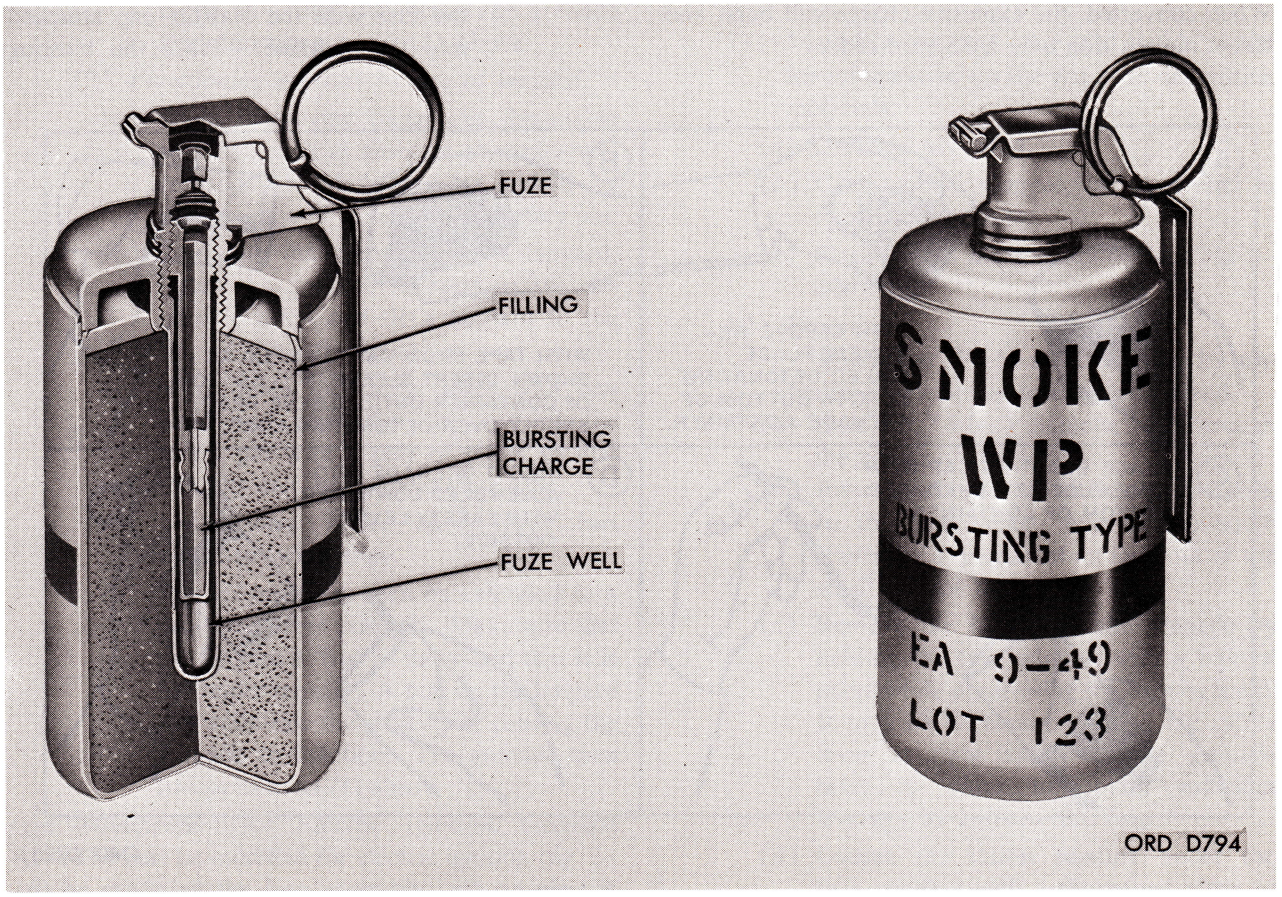

Figure 2–18. Grenade, hand: smoke, WP, M15 w/fuze M206A1.
a. General. Hand grenade M15 (fig. 2–18) is a white phosphorous (WP) smoke grenade. This grenade is a multi-purpose grenade. It is an effective antipersonnel weapon, incendiary agent, and signaling or screening smoke producer. The screening effect of the smoke is limited, however, as WP burns with intense heat and the smoke tends to rise rapidly. For information on hand and rifle grenade WP M34, see paragraph 2–18.
(1) *General.* Grenade M15 is a cylindrical container filled with 15 ounces of WP and fitted with detonating fuze M206A1 or M206A2. The body of the grenade is an 18-gage (.05-inch) sheet steel cylinder 2⅜ inches in diameter and 4.5 inches high. The body of grenade M15 is made thicker than the bodies of the other smoke grenades. The grenade body has no smoke-emission holes, since grenade M15 functions by bursting, detonating fuzes M206A1 and M206A2 are also used in high explosive grenades and are similar to igniting fuze M201A1 (fig. 2–9). The M206A1 and M206A2 have a high-explosive burster instead of an igniter as does the M201A1. The fuze is screwed into an adapter in the top of the grenade. A threaded fuze well in the center of the grenade receives the fuze.